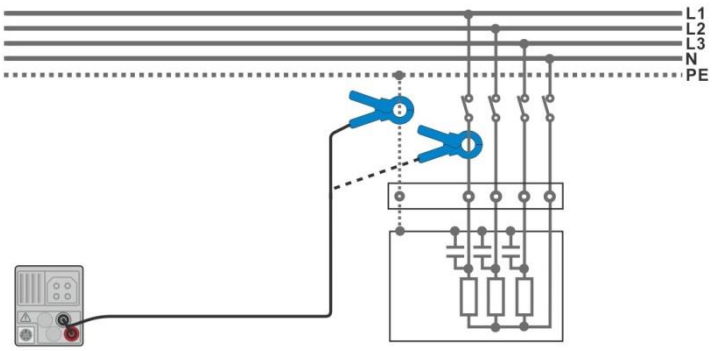

Figure 4.75: PE leakage and load current measurements
- Connect the clamp to the object under test, see ***Figure 4.75***.